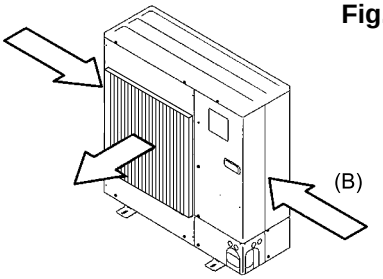

Fig. 2-5
(3) Bringen Sie die Anlage so an, daß die Abluft aus der Luftaustrittsöffnung im rechten Winkel zu derjenigen Richtung geführt wird, aus der saisonal bedingt starker Wind bläst. (Fig. 2-5)